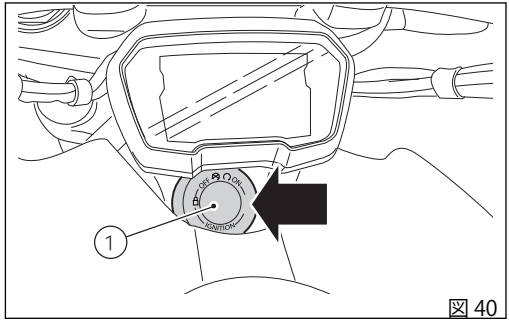
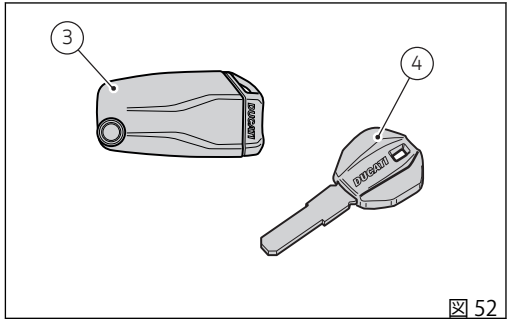

図 40
図 52
Key-ON するには、パッシブキー (4、 図 52) があるときに Hands Free ブロックのボタン (7) を押します。
Key-OFF するには Hands Free ブロック (1、 図 40) のボタン (7) を押します。キー (4、 図 52) がなくても Key-OFF が可能です。